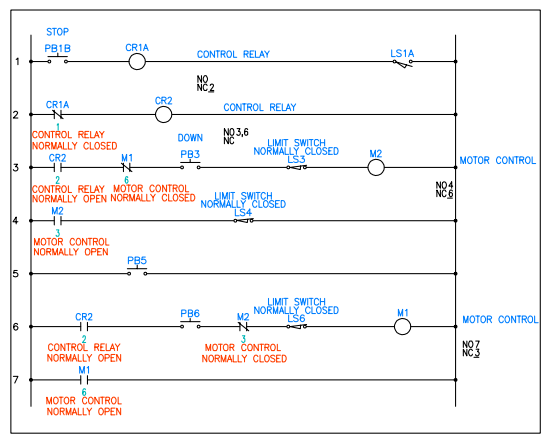

Figure 6-48 *The copied components*
15. Next, select limit switch LS3 from 3rd rung and copy it at **15**,**15**. Again, select LS3 and copy it at **16**,**13**. You will notice that the limit switch is inserted in rung 4 and rung 6. Keep the values in the **Description** area intact. Figure 6-48 shows the copied components.